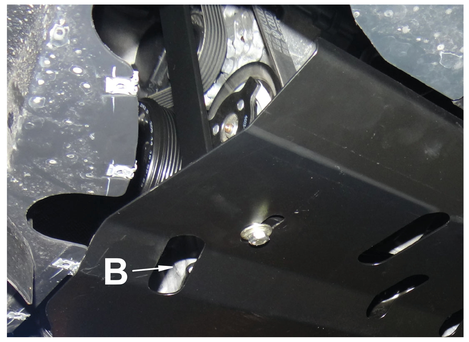

Fig. 2
-Ajustar bulonería **(b,c,e)** introduciendo la llave tubo por el orificio **"B" (Fig.2)** y luego la **(b,c,d)**.